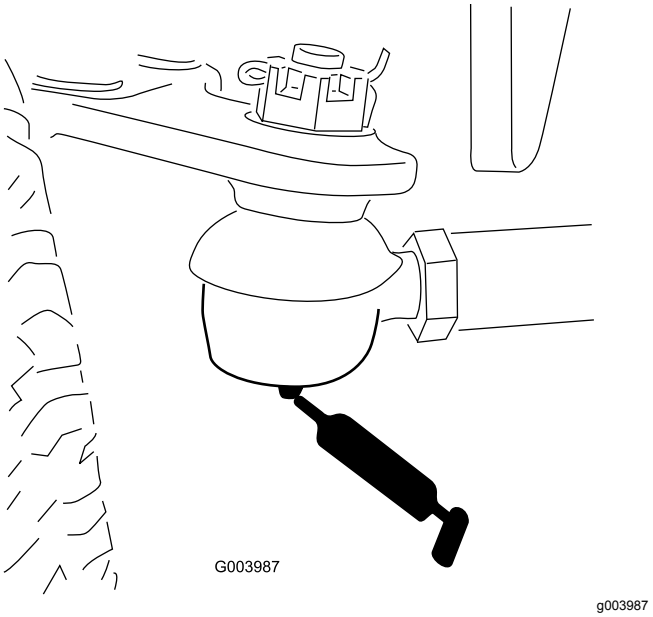

**Figur 80**
- Bagakslens forbindelsesstang (2) (Figur 80)